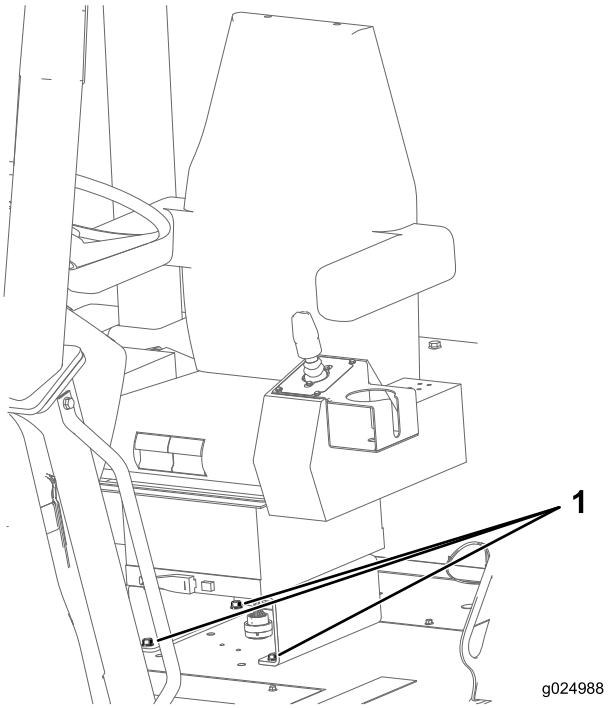

Bild 112
1. Prüfen Sie, ob die Schrauben, mit denen der Sitz am Chassis der Maschine befestigt ist, mit 27-34 N·m angezogen sind, siehe Bild 112.